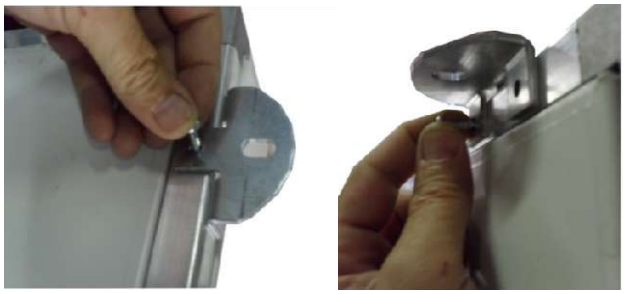

Figura 1 - Fissaggio delle staffe fornite a corredo
- Posizionare le staffe di supporto sul lato posteriore dell'unità e fissarle con le viti autoforanti in dotazione, con l'ausilio di un trapano avvitatore (vedi Figura 1).
- Posizionare le staffe di supporto sul lato posteriore dell'unità e fissarle con le viti autoforanti in dotazione, con l'ausilio di un trapano avvitatore (vedi Figura 1);